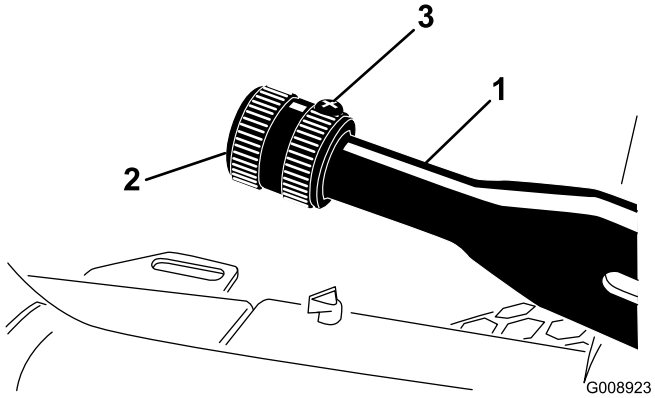

Figur 53
1. Lossa ställskruven som fäster ratten vid parkeringsbromsspaken (Figur 53).